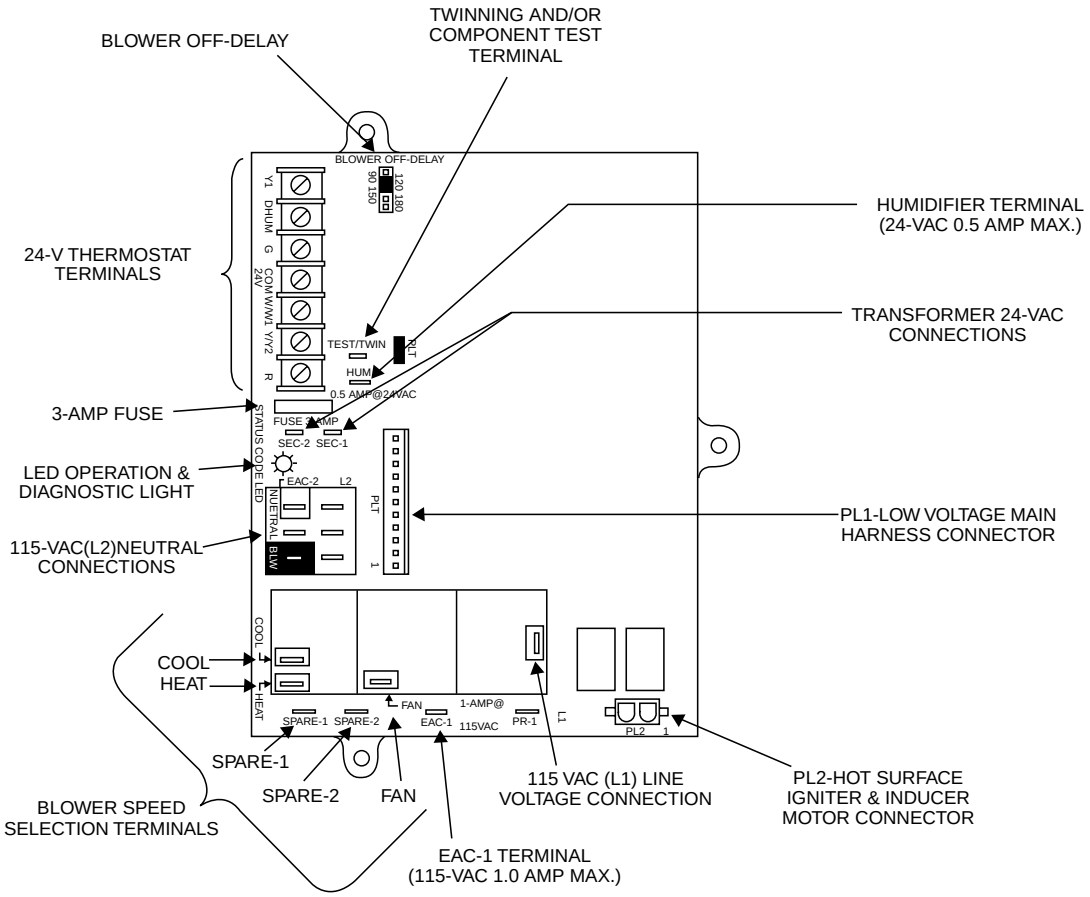
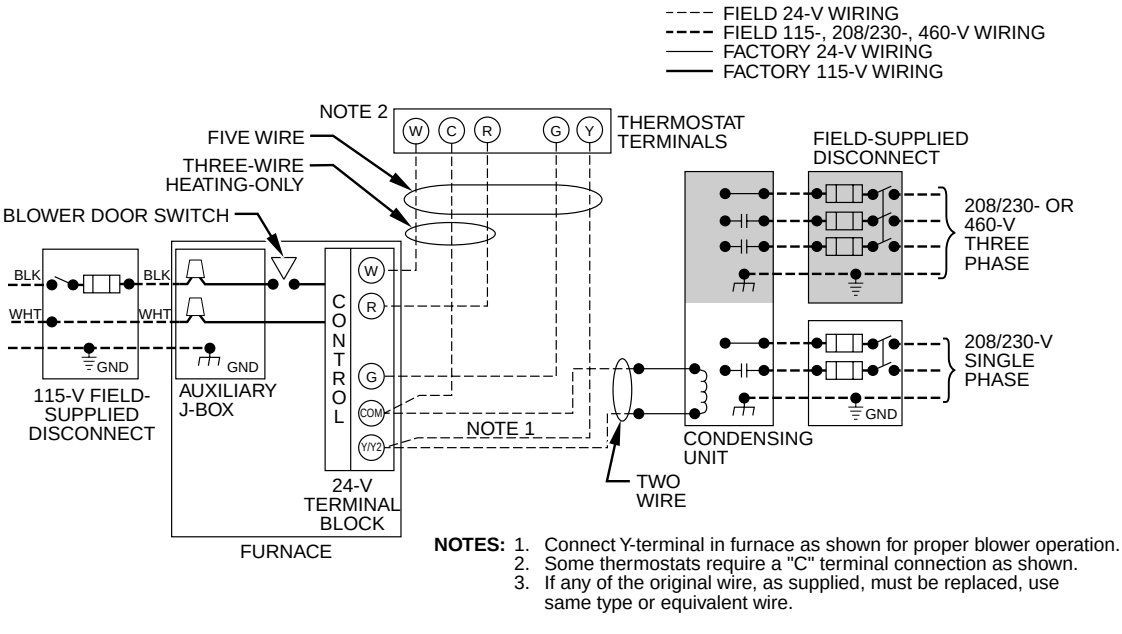
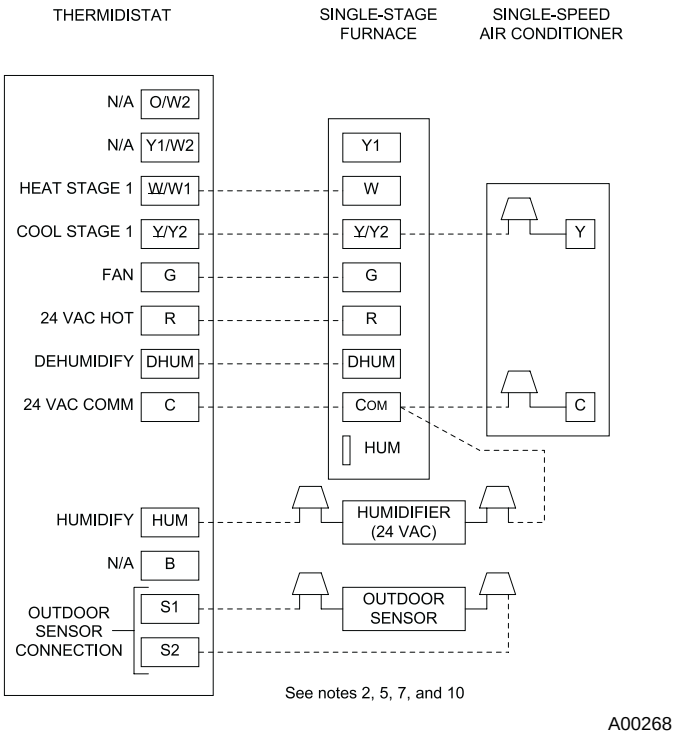

Fig. 23—Furnace Control
Fig. 24—Heating and Cooling Application Wiring Diagram with 1–Stage Thermostat
Fig. 25–Single-Stage Furnace with Single-Speed Air Conditioner
See Fig. 24 for field wiring diagram showing typical field 115-v wiring. Check all factory and field electrical connections for tightness.
4. Connect line voltage leads as shown in Fig. 24.
Make field 24-v connections at the 24-v terminal strip. (See Fig. 23.) Connect terminal Y/Y2 as shown in Fig. 24 for proper cooling operation. Use only AWG No. 18, color-coded, copper thermostat wire. See Fig. 25–31 for additional tstat wiring configurations.